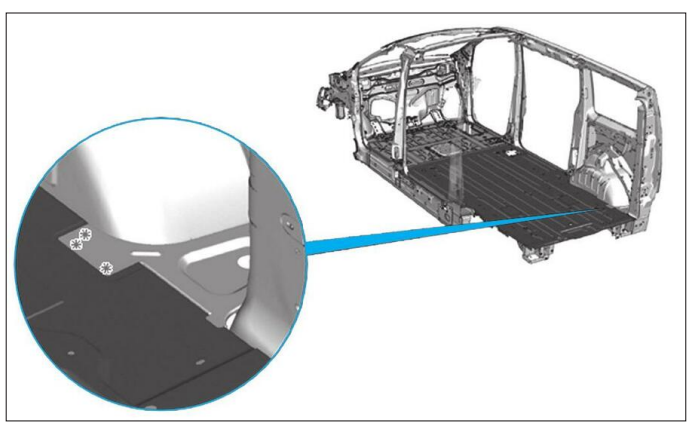

**FIG. 89**
• Découper les points puis relever la fermeture de passage de roue arrière **(Fig.89)**.